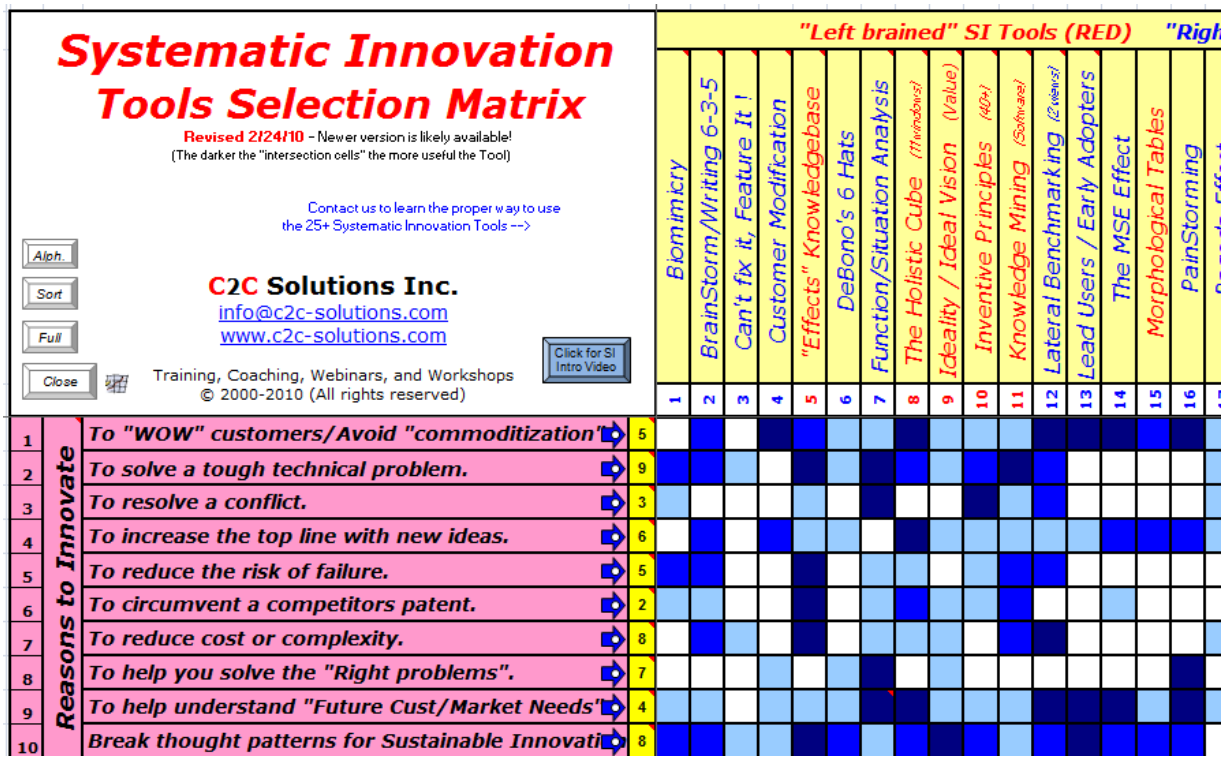
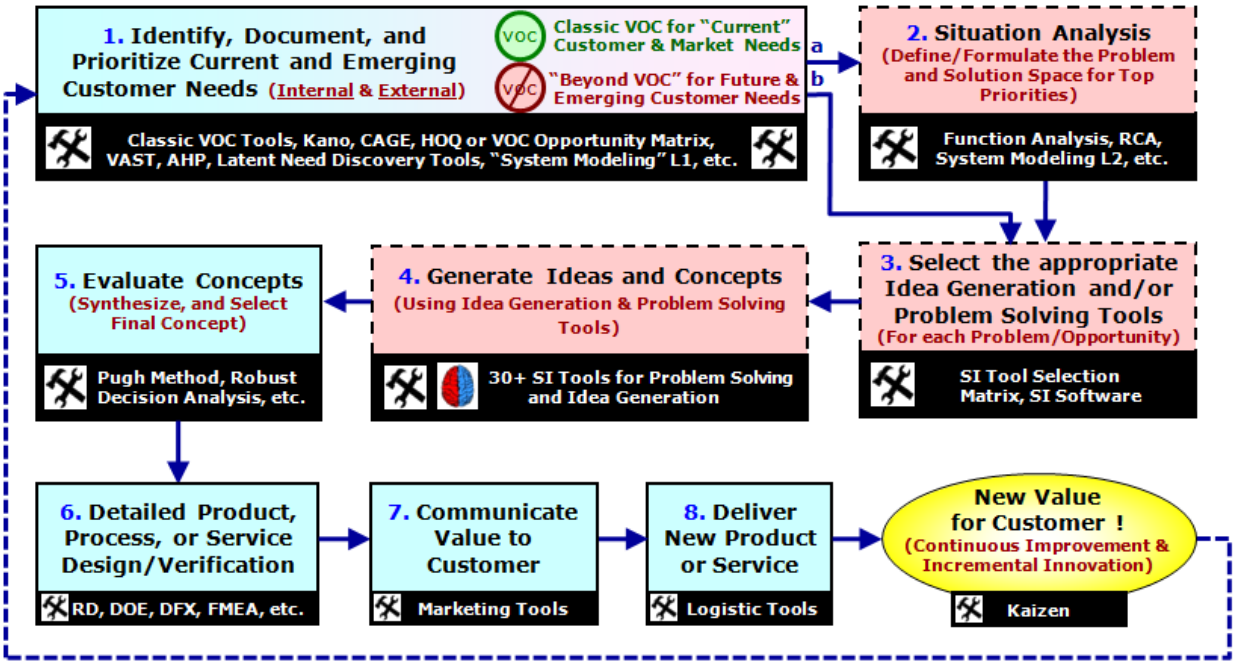
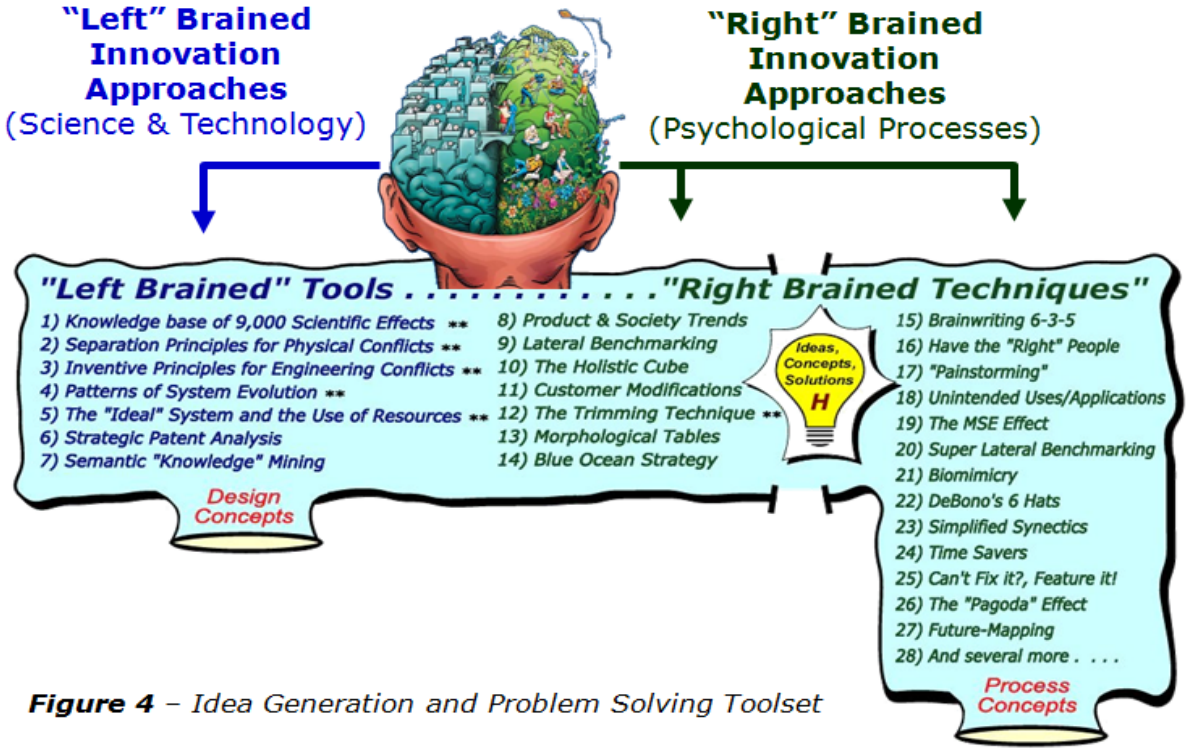

Figure 2 *– SI Tool Selection Matrix (top portion, partial list)*
Figure 3 – *8-Step Process for Systematic Innovation*
Figure 4 *– Idea Generation and Problem Solving Toolset*
For reason #1 above, we have created a "Systematic Innovation Tool Selection Matrix" partially shown in **Figure 2** below. It is extremely rare to need or use all the Systematic Innovation tools, but common to use more than one at a time. This Tool Selection Matrix aids a team or individual in determining which Innovation tool(s) are best to use for their "inventive thinking" situations.
Figure 3 shows a bird's eye view of C2C's 8-Step process we use for Systematic Innovation. The SI Tool Selection Matrix discussed earlier is used in Step 3. There are two very important steps before that that should be considered.
- **Step 3 – Select the appropriate Idea Generation and/or Problem Solving Tools** – This step was described in detail earlier in the "Sorry, One Size Never Fits All" section. In this step we use the Tool Selection Matrix shown in **Figure 2**. Note: When the problems or challenges are well understood in advance, it is not uncommon for a project team to start here in Step 3. In this case, the assumption is that Steps 1 and 2 have been adequately completed. In other words, the internal and external customer requirements are well understood and the problems or challenges the team needs to solve are clear and truly reflect the top project priorities.
As you remember, in Step 4 of our Systematic Innovation Process (**Figure 3**), there exists well over three dozen specific tools for problem solving and idea generation. As mentioned earlier, since there are many of these tools, the SI Tool Selection Matrix (**Figure 2**) is used to select the most appropriate tool or set of tools for your situation. It is very common for a given situation to use several tools simultaneously or in sequence to generate ideas. Below, we are going to show you brief examples of three of the tools in action. We will introduce three of the 30+ techniques. (The Trimming Technique, Memorable Sensory Experience, and the Separation Principles)
The Trimming Technique, MSE Effect, and Separation Principles described above are only three of well over three dozen Systematic Innovation methods for Problem Solving and Idea Generation. These three examples just begin to scratch the surface on the breadth and depth of Innovation and Inventive Thinking tools and catalysts that are available. Below, **(Figure 4)** shows a partial list of the "Right and Left Brained" tools available in Step 4 of the 8-Step Systematic Innovation process shown in (**Figure 3**).